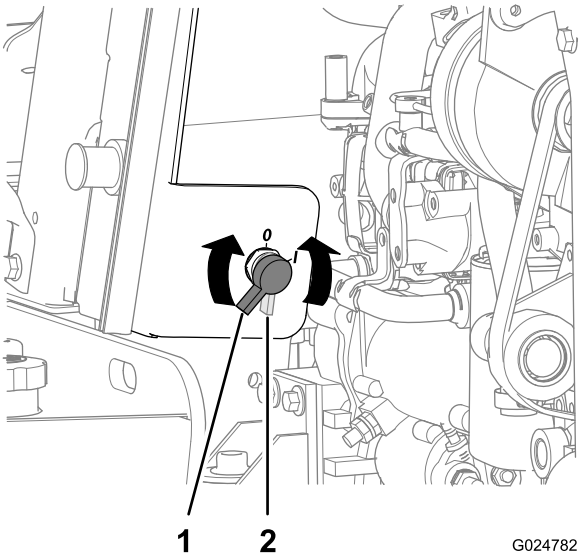

Rysunek 79
2. Podłącz dodatni przewód ładowarki do dodatniego bieguna akumulatora (Rysunek 79).
2. Obróć rozłącznik akumulatora w lewo do pozycji wyłączonej (Rysunek 79).
8. Obróć rozłącznik akumulatora w prawo do pozycji włączonej (Rysunek 79).